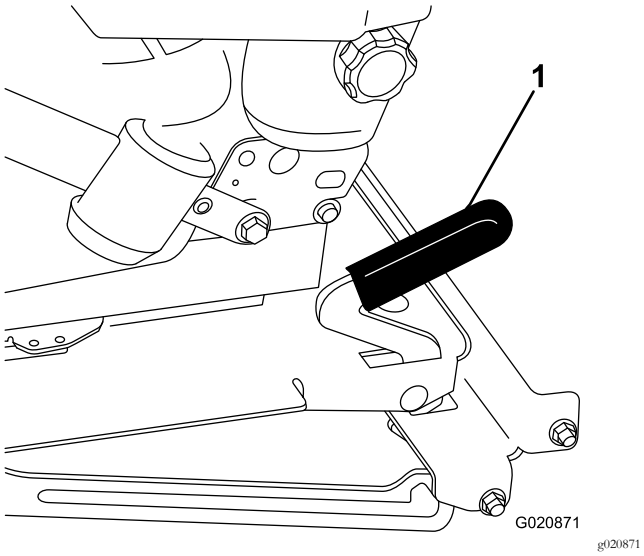

Figur 33
2. Dra låsehåndtaket forover, og løft opp for å frigjøre setelåsen (Figur 33).